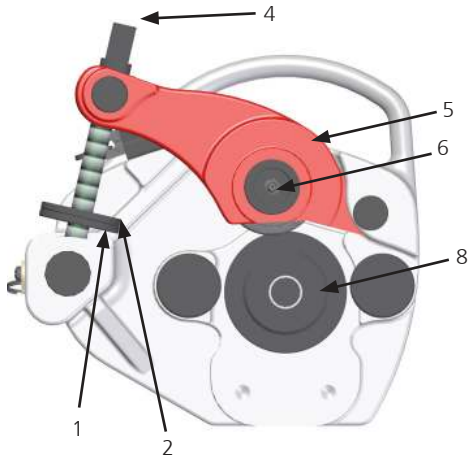

Figura 2
- Numa bancada de trabalho ou no chão, rode a porca de bloqueio (consulte a figura 2, n.2) e a porca reguladora (consulte a figura 2, n.1) no sentido anti-horário.
- Rode o parafuso guia (consulte a figura 2, n.4) no sentido anti-horário para "levantar" o rolo superior do parafuso do torno (consulte a figura 2, n.5).